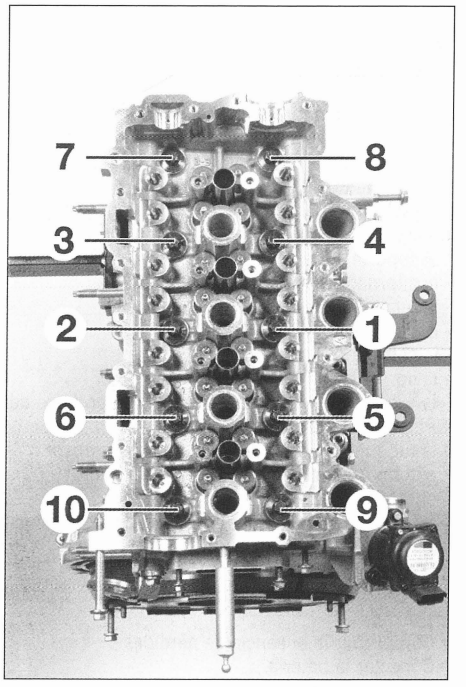

FIG. 55
• Apretar los tornillos de culata respetando el orden y el par de apriete **(fig. 55).**